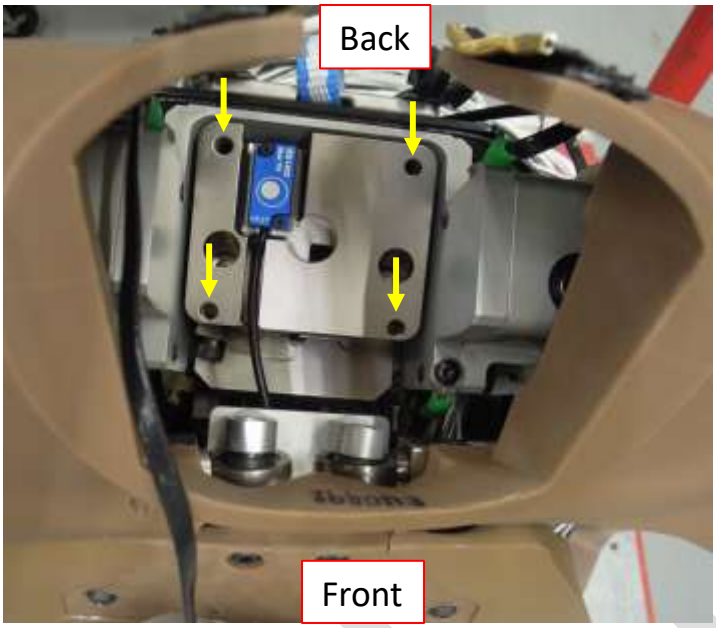

Figure 3-5. Removal of bolts that attach neck to torso.
3.5.1 Remove the neck/head assembly (including the lower neck load cell) from the torso by removing the four M5 X 0.8 X 16 mm SHCS (two anterior and two posterior) that hold the base of the lower neck load cell to the torso (Figure 3-5).